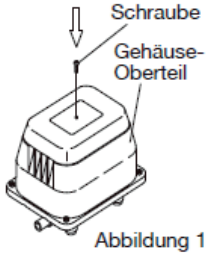

Abbildung 1
① Unterbrechen Sie vor den Arbeiten die Stromversorgung.
② Entfernen Sie die Befestigungsschraube der Filterabdeckung (Abbildung 1).